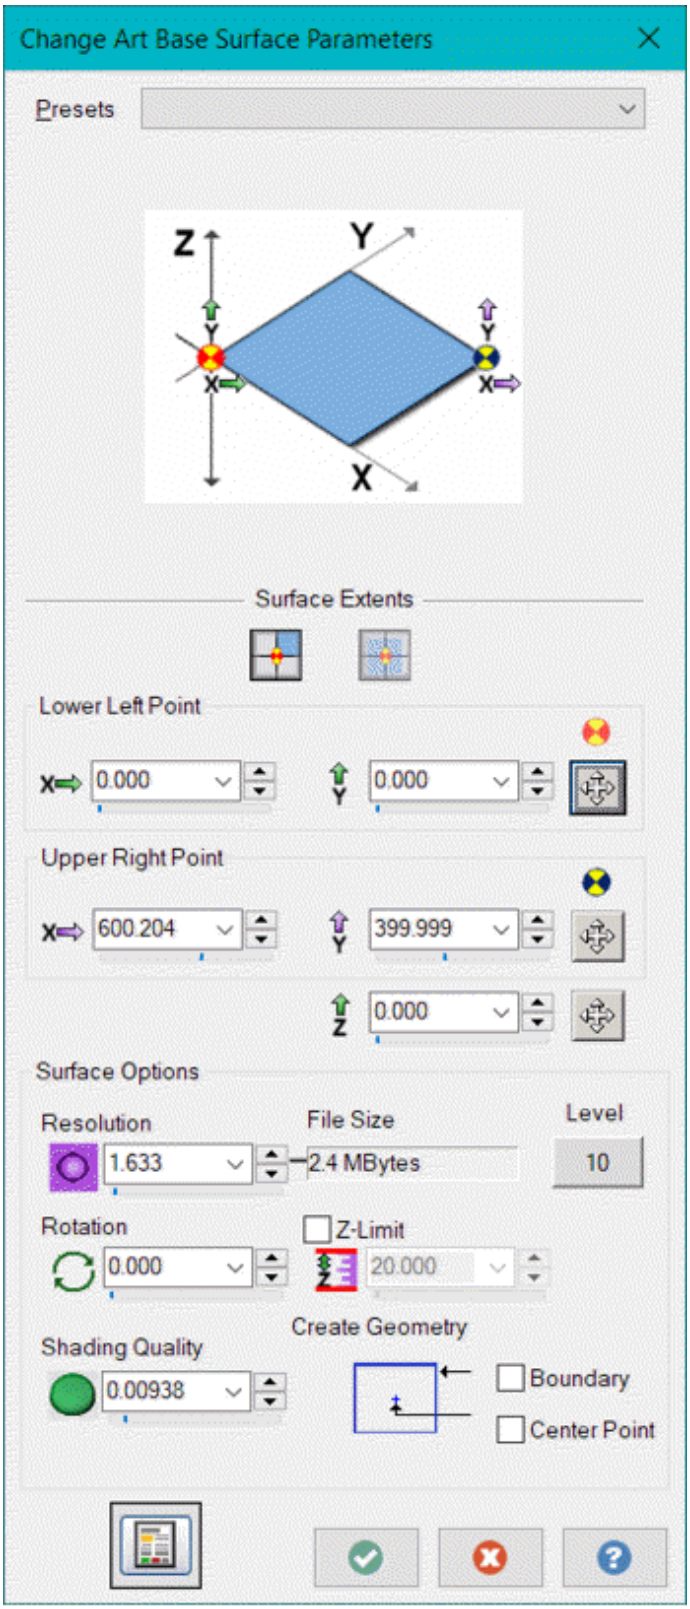

Figure-7. Change Art Base Surface Parameters dialog box
- Click on the **Art Base Surface Attributes** button to modify base surface parameters. The **Change Art Base Surface Parameters** dialog box will be displayed; refer to Figure-7.